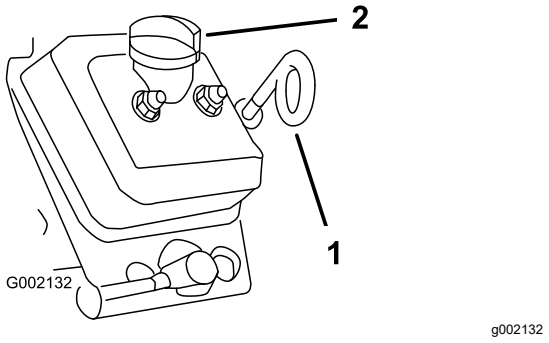

Figur 40
8. Gør rent rundt om oliepinden, påfyldnings-dækslet og påfyldningsstudsen, og tag målepinden ud (Figur 40).
9. Fjern påfyldningsdækslet, og hæld den angivne olie i påfyldningsstudsen, indtil oliestanden når Full-mærket på målepinden (Figur 40).
10. Sæt målepinden helt ind i målepindsrøret, fjern målepinden, og kontroller oliestanden (Figur 40).
11. Monter målepinden i målepindsrøret og påfyldningsdækslet på påfyldningsstudsen, indtil målepinden og dækslet sidder godt fast (Figur 40).